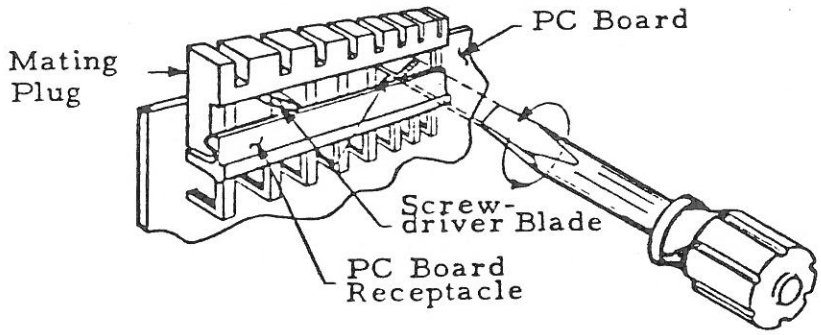

FIGURE 5-2. MODULE CONNECTOR REMOVAL
5.1.1 Main Printed Circuit Board (Refer to Figure 5-2)
b) Disconnect circuit board connectors A1P1, A2P2, A2P3 and A2P4 from circuit board A1. Use a wide blade screwdriver if necessary per Figure 5-2.
a) Disconnect circuit board connectors A3P1 and A3P2 from circuit board. Use a wide blade screwdriver if necessary per Figure 5-2.